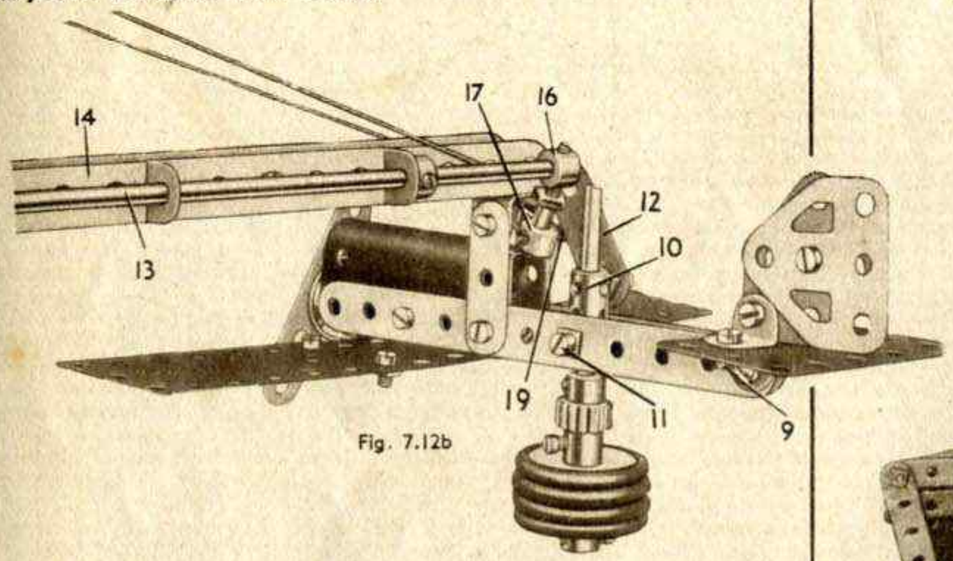

Fig. 7.12b
Le fuselage de l'avion est constitué par une bande de 11 trous boulonnée de chaque côté d'un manchon et d'une plaque cintrée en U. Les bandes de 11 trous sont réunies à l'arrière par un boulon de 9,5 mm. (9) (Fig. 7.12b). La queue de l'avion est une plaque flexible de 6 x 4 qui est fixée sur des équerres tenues par le boulon 9. Deux embases triangulées plates boulonnées ensemble figurent le gouvernail de direction, et sont aussi fixées sur les équerres qui tiennent la queue de l'avion. Les ailes sont formées par deux plaques flexibles de 14 x 4 qui se recouvrent sur 5 trous et qui sont boulonnées au manchon.
La Fig. 7.12b montre le mécanisme du lâchage de la bombe. Cette dernière est constituée par deux poulies de 25 mm., deux poulies folles de même diamètre, et un pignon de 19 dents bloqués sur une tringle de 9 cm. Cette tringle passe dans un accouplement pour tringles 10. Cet accouplement est fixé au fuselage par deux boulons de 9,5 mm., dont l'un apparaît en 11. Ces boulons sont munis d'écrous et vissés dans les trous filetés de l'accouplement. Les écrous sont alors serrés pour tenir l'accouplement en place.
Une bande de trois trous 12 est tenue par un écrou sur un boulon de 9,5 mm. Ce boulon est vissé dans l'accouplement 10 de telle sorte que quand la bande 12 est dans la position montrée par la Figure 7.12b, le boulon de 9,5 mm. maintient la bombe dans l'accouplement. Quand la bande 12 est poussée vers la queue de l'avion, la bombe tombe.
Une tringle de 29 cm. (13) (Fig. 7.12b), passe dans deux bandes coudées de 60 x 12 boulonnées à la cornière de 25 trous 14. Cette tringle 13 est munie à une extrémité d'un bras de manivelle 15 monté de telle sorte qu'il vient en contact avec la bande 8 quand les bras tournent. Une bague d'arrêt 16 munie d'une cheville filetée et d'une seconde bague 17 est fixée à l'autre extrémité de la tringle 13. Un boulon 19 est vissé dans la bague 17, de façon à être en contact avec la bande 12.